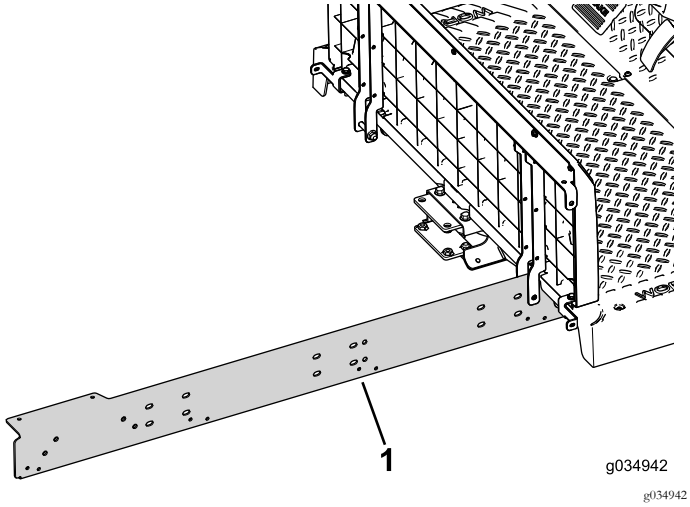

Figura 70
2. Montate, senza serrarla, la guida dell'estensione sul lato destro della macchina (Figura 70).